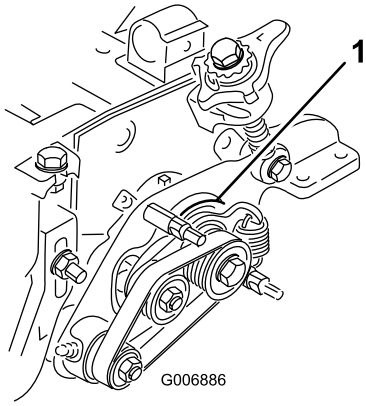

Bild 47
6. Stellen Sie sicher, dass sich die Hauptantriebsbüchse (Bild 47) ungehindert um den Antriebshub dreht.